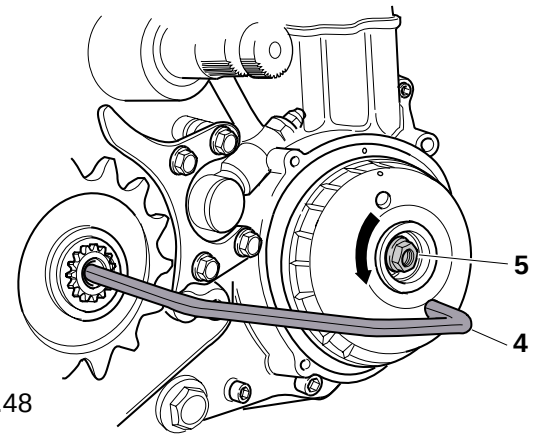

Fig.48
8. Riposizionare l'estrattore "4" come in fig.48 e serrare il dado "5" utilizzando per il bloccaggio **Loctite** frenafiletti di **Tipo medio 243.**
8. To reinstall the extractor "4" like in Fig. 48 and thigtening the nut "5" for the bloking **Loctite** of **middle type 243**.
8. Auszieher "4" in die Position (Abb. 48) stellen, Mutter "5" festziehen: zur Blockierung **Loctite (Mitteart 243)** benutzen.
8. Placer l'extracteur "4" voir fig.48 et serrer l'écrou "5" en utilisant **Loctite Type moyen 243.**